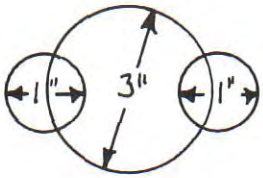

Figure 7
3. Drill elliptical entrance hole (four inches wide by three inches high) centered five inches down from the top of front and six inches from sides (figure 7). The elliptical hole helps prevent access by raccoons.